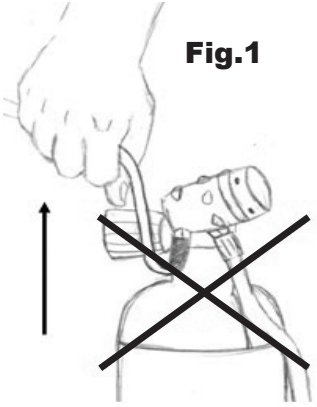

Fig.1
1. A riposo, o mentre vengono trasportate, le tue fruste possono venire danneggiate in diversi modi. Non utilizzare mai la tua frusta come maniglia per trasportare o tirare la bombola. Prima di ogni immersione ispeziona attentamente la tua frusta per danni e deterioramento. Presta particolare attenzione all'area vicino ai raccordi. Se la tua frusta mostra segni di deterioramento, non importa quanto grave, sostituiscila immediatamente. ***(Fig.1)***
1. While in storage, or during transport of your hoses to or from storage, your hoses could become damaged in a number of ways. Never use your hose as a carrying or hanging handle for the tank. Before every dive, carefully inspect your hoses for damage, wear and tear. Pay particular attention to the area near the fittings. If your hoses show any sign of wear, no matter how slight, immediately replace the hose. ***(Fig.1)***
1. En descanso, o mientras se transportan, tus mangueras pueden ser dañadas de varias formas. No utilizes nunca tu manguera cómo maneta para mover o levantar la botella. Antes de cada inmersión has de inspeccionar cuidadosamente tu manguera para identificar daños y deterioros. Vígila especialmente el área cerca de las guarniciones. Si tu manguera muestra señales de deterioro, no importa la gravedad de los mismos, has de sustituirla inmediatamente. ***(Fig.1)***